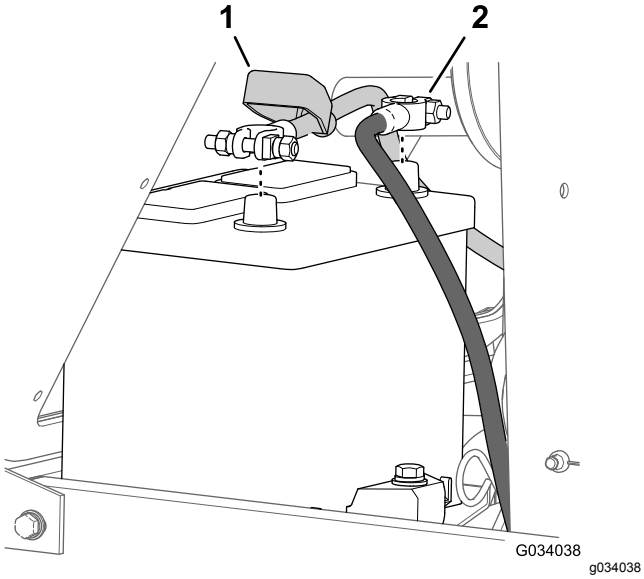

**Figur 51**
2. Tag batteriets minuskabel (-) af batteripolen (Figur 51).
3. Skyd isolatordækslet væk fra batterikablets klemme (Figur 51).
4. Tag pluskablet (+) af batteriets pol (Figur 51).
7. Tilslut kablerne, pluskablet (+) til batteriets pluspol (Figur 51).
8. Slut minuskablet (-) til batteriets minuspol (Figur 51).